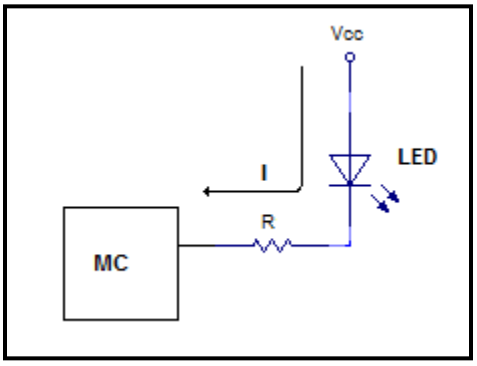

Figura 1.4b. Activación de un led con un "0" lógico.
- El led se activa con 0 en el pin (**figura 1.4b**):